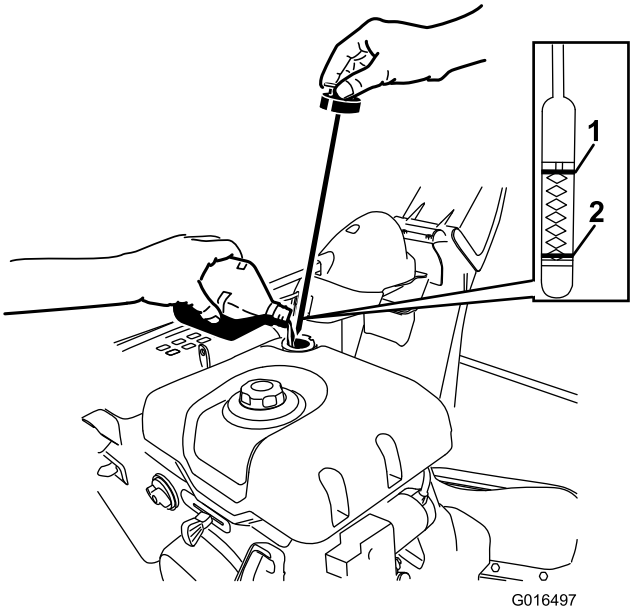

Rysunek 42
2. Następnie wyjmij wskaźnik i sprawdź poziom oleju (Rysunek 42). Jeśli poziom oleju nie przekracza oznaczenia Add na wskaźniku, uzupełnij olej. Patrz punkt Uzupełnianie oleju w silniku.